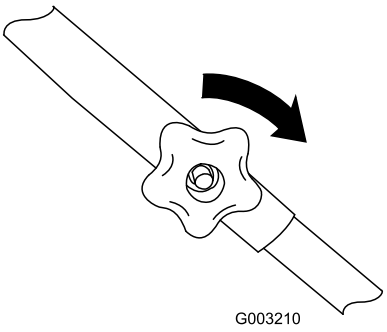

Figura 4
3. Instale los pernos y los pomos del manillar superior con los pomos en la parte exterior del manillar, apretando los pomos todo lo posible (Figura 4).